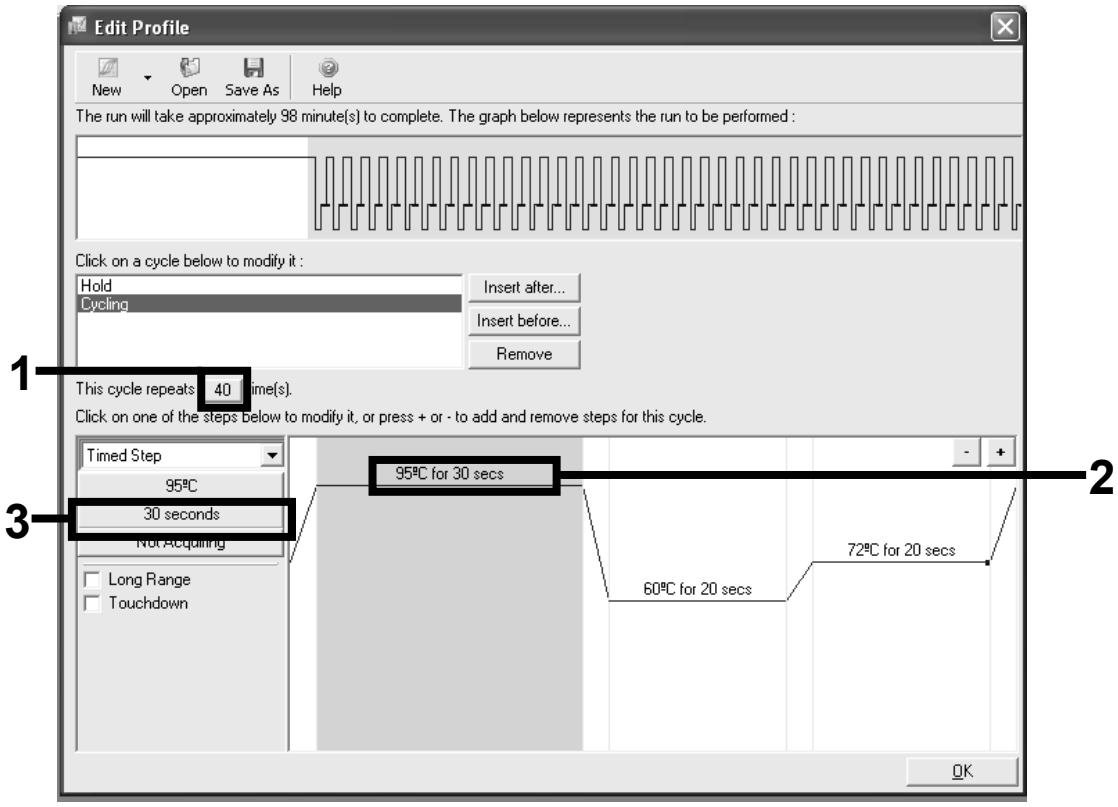

Figure 6. Cycling step at 95°C.
Amplification of the DNA	Figures 6, 7
13. **Change the number of cycle repeats to *40*. Select the first step, and set to *95°C for 30 seconds* (Figure 6).**